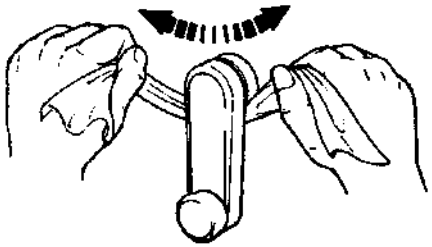

Fig. 4.1-2
3) Glass regulator handle. The method is to foist a piece of cloth into circlip, tear down, to disassemble glass regulator handle. See Fig. 4.1-2.